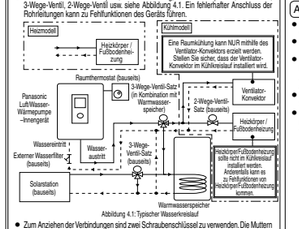

Abbildung 4.1: Typischer Wasserkreislauf
- Zum Anschließen von Heizkörpern, Fußbodenheizung, Warmwasserspeicher, Solarstation, 3-Wege-Ventil, 2-Wege-Ventil usw. siehe Abbildung 4.1. Ein fehlerhafter Anschluss der Rohrleitungen kann zu Fehlfunktionen des Geräts führen.